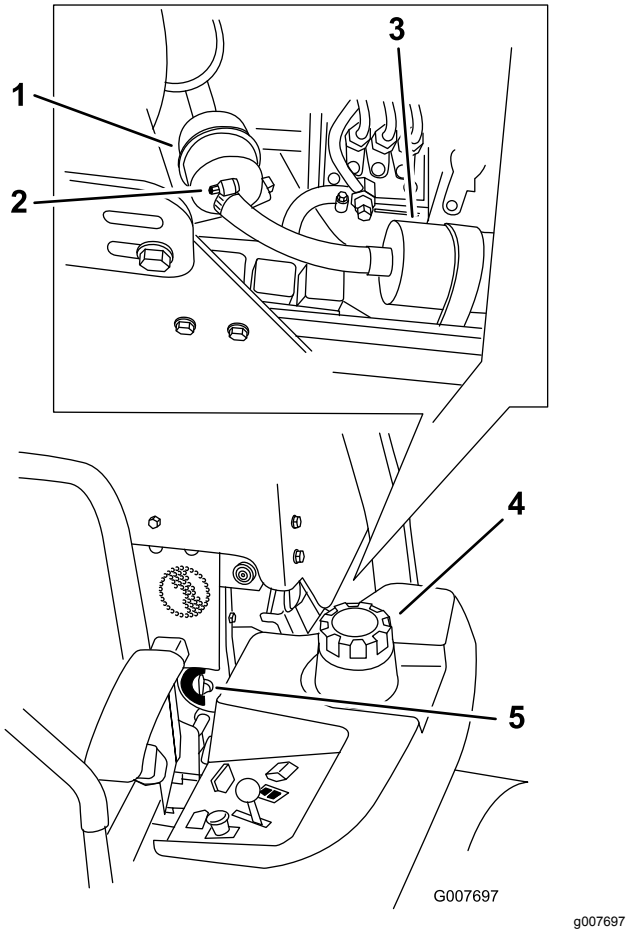

Bild 54
4. Schließen Sie den Kraftstoffhahn (Bild 54).
5. Lösen Sie die zwei Schlauchklemmen und schließen Sie die Kraftstoffleitungen vom Kraftstofffilter ab (Bild 54).
6. Bringen Sie einen neuen Filter an. Schließen Sie die Kraftstoffleitungen am Kraftstofffilter an und montieren Sie die zwei Schlauchklemmen (Bild 54).